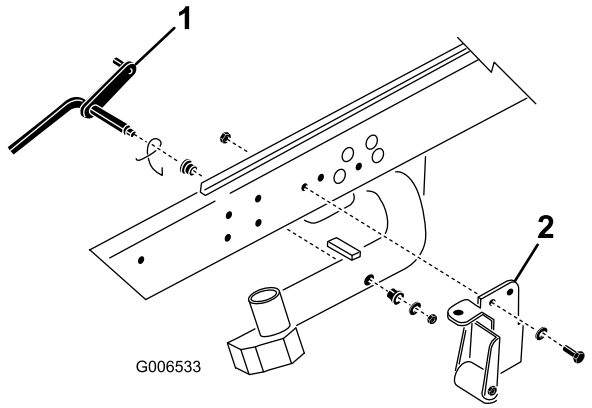

Figura 9
1. Retire a porca de bloqueio e a anilha que fixam a haste de articulação ao braço de elevação nº 2 (Figura 9). Retire a haste de articulação e a mola do braço de elevação. Repita o procedimento para os braços de elevação nº 1 e nº 3.
quando se trabalha com unidades de corte DPA (Figura 9). Podem ser retirados, se se quiser.